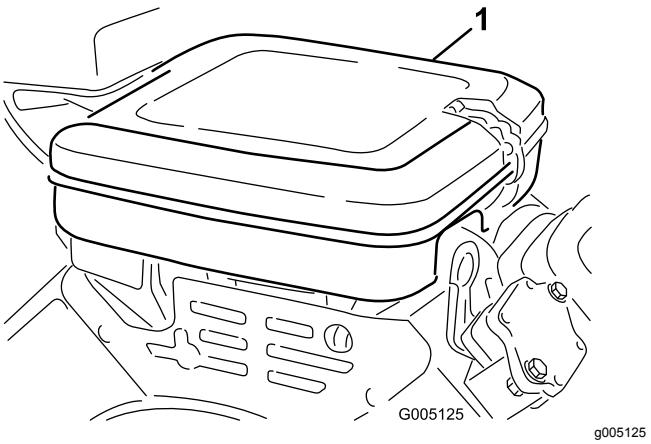

Figur 45
1. Rengjør dekselet grundig (Figur 45).